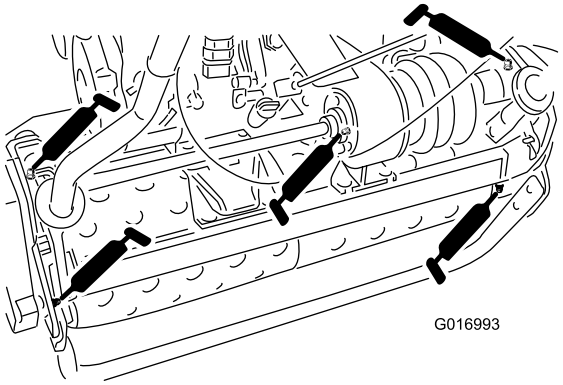

Figur 19
- 2 på tromleakslerne (Figur 19)
- 3 på differentialet (Figur 19)